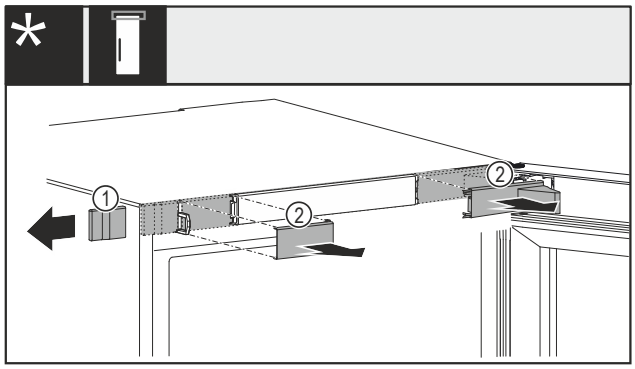

*Fig. 14 带机械或电气锁**
▶ 将盖板 *Fig. 14 (1)*小心地从侧面移除。*
▶ 将盖板 *Fig. 14 (2)*小心地向前移除。*